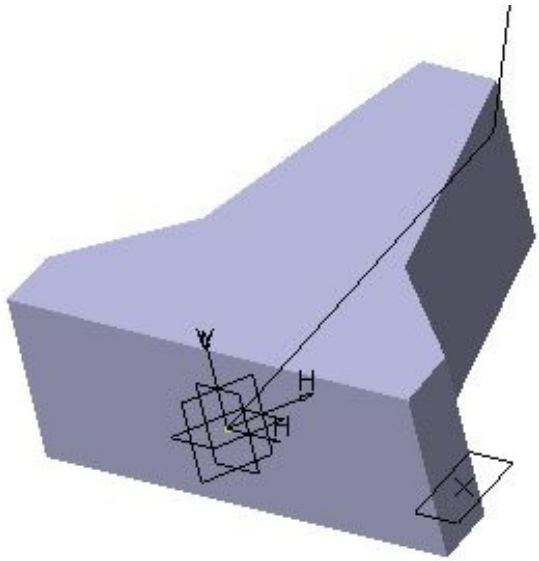

Figure 6-83 *Model after creating the base feature*
10. Choose the **OK** button from the **Pad Definition** dialog box to complete the feature creation. The model after creating the base feature is shown in Figure 6-83.